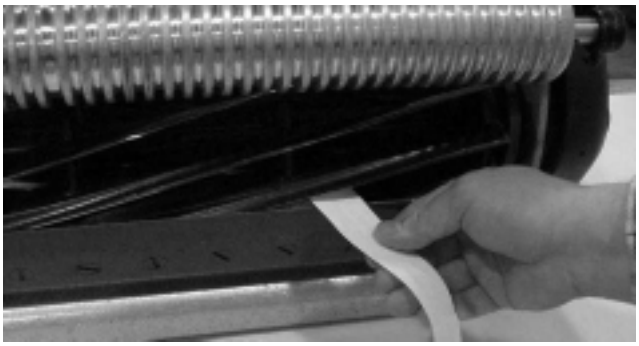

Figure 9
3. At one end of reel, insert a long strip of newspaper between reel and bedknife (Fig. 9). While slowly rotating reel forward, turn bedbar adjusting screw clockwise (on same end of reel, one click at a time, until paper is pinched lightly, when inserted from the front, parallel to the bedknife. A slight drag will be noted as the paper is pulled.
5. After adjustment is accomplished, check to see if reel can pinch paper when inserted from the front and cut paper when inserted at a right angle to the bedknife (Fig. 9). It should be possible to cut paper with minimum contact between the bedknife and the reel blades. Should excessive reel drag be evident it will be either necessary to backlap or regrind the cutting unit to achieve the sharp edges needed for precision cutting (see Toro reel sharpening manual).